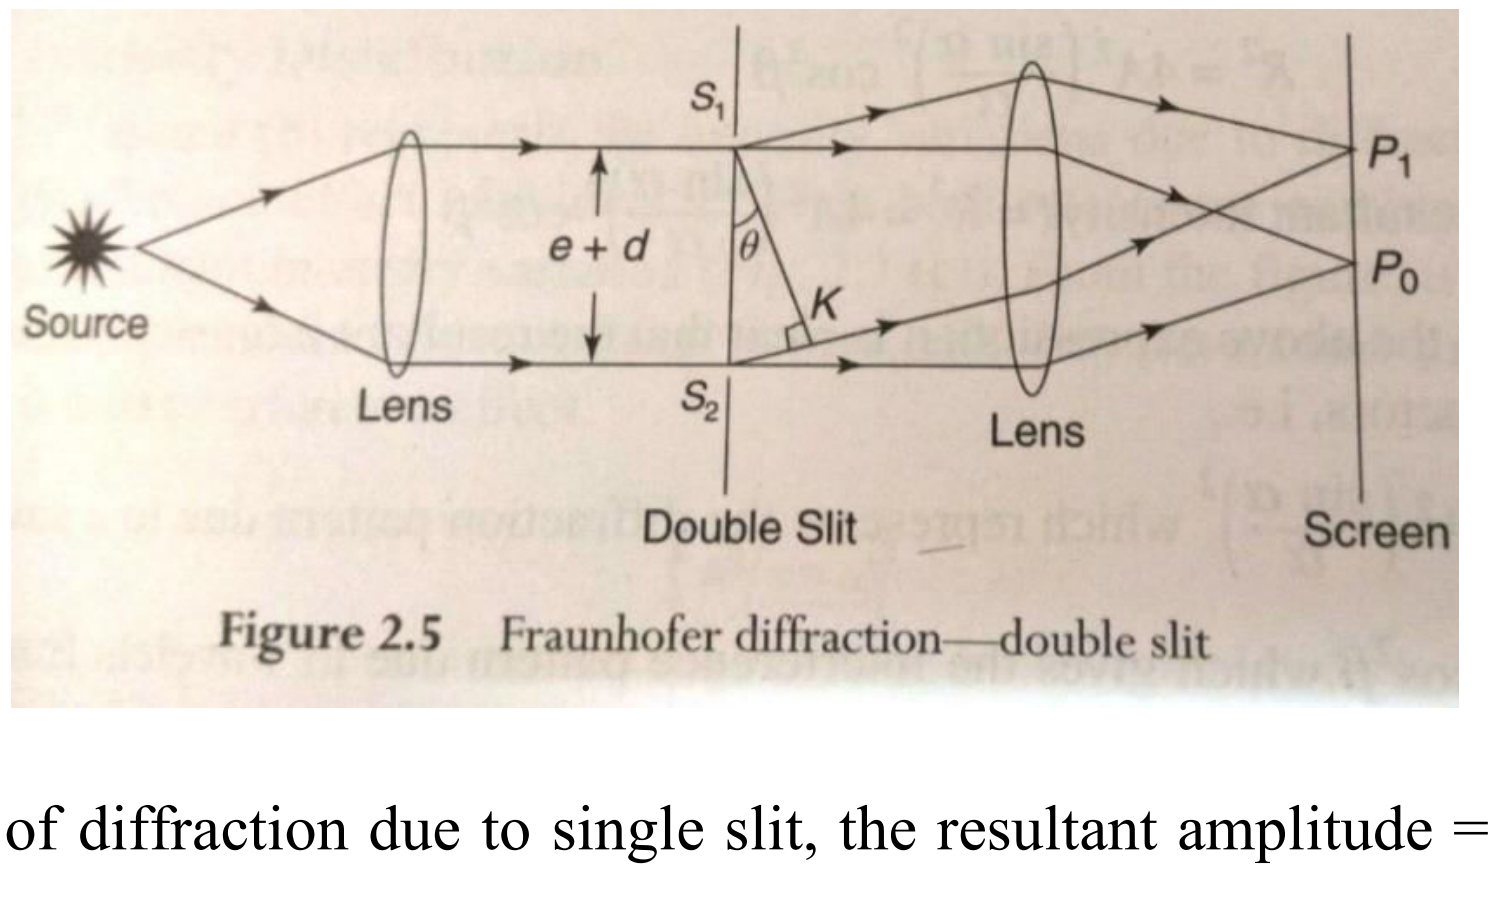

Figure 2.5 Fraunhofer diffraction—double slit
- When a plane wave front is incident normally on two slits, the secondary wavelets from the slits travels uniformly in all directions. The wavelets travelling in the direction of incident light comes to a focus at P_o while the wavelets travelling in a direction making an angle θ, come to focus at P_1 (see figure 2.5).